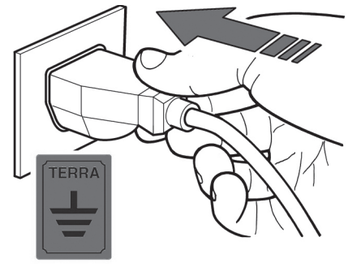

fig. 12
- It is imperative that the complete equipment is properly connected to an efficient earth connection (fig. 12).
2) Insert the power plug of the Showcase into the socket provided by the customer (fig. 12), making sure that it has earth contact and that there are no multiple sockets connected .